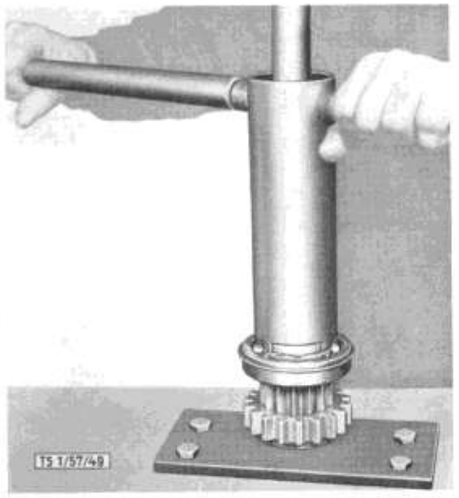

Bild 106: **Vormontieren der Kupplungswelle**
3. Kupplungswelle vormontieren. Kugellager (104/45) auf die Kupplungswelle treiben, die Nut für den Sprengring (104/44) im Außenring des Kugellagers kommt dabei nach der Kupplungsseite. Sicherungsblech nachschieben, mit Nutmutter festziehen (Bild 106) und sichern. Sprengring (104/44) in Kugellager einbauen.